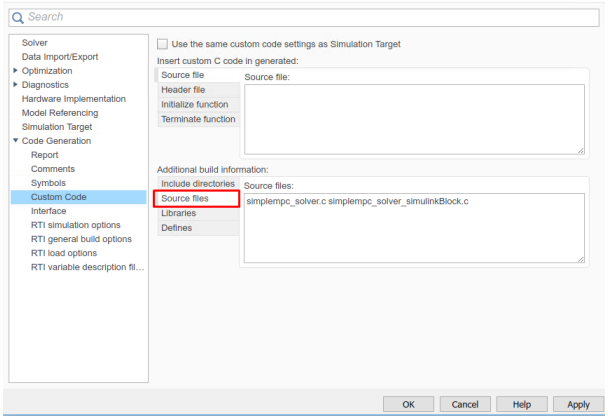

Figure 10.25: Add the source files used for the code generation.
10. (Figure 10.25) In the "Code Generation/Custom Code" tab, add the source files: